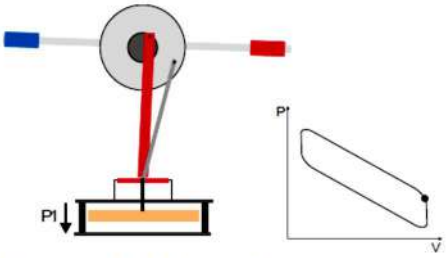

Fig. 4 : Dégagement de chaleur
- **Dégagement de chaleur :** Pour le dégagement de chaleur, le piston moteur se trouve au point mort haut tandis que le piston déplaceur (P1) se déplace vers le bas et l'air est refoulé dans la zone supérieure du piston déplaceur. L'air est refroidi et la plaque supérieure absorbe la chaleur. Le piston déplaceur atteint le point mort bas (Fig. 4 et 5).